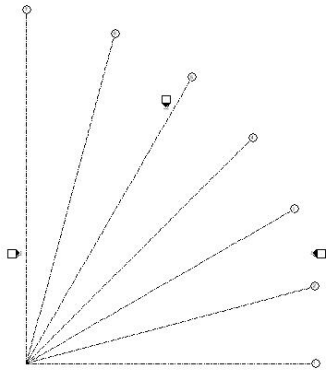

Figure 3-59 *The radial grid lines with varying angles*
10. Repeat steps 5 to 9 to create the remaining five grid lines that emerge from the start point of the first grid line. The temporary dimensions that you will consider to create the five radial grids are : **30°**, **45°**, **60°**, **75°**, and **90°**, refer to Figure 3-59.